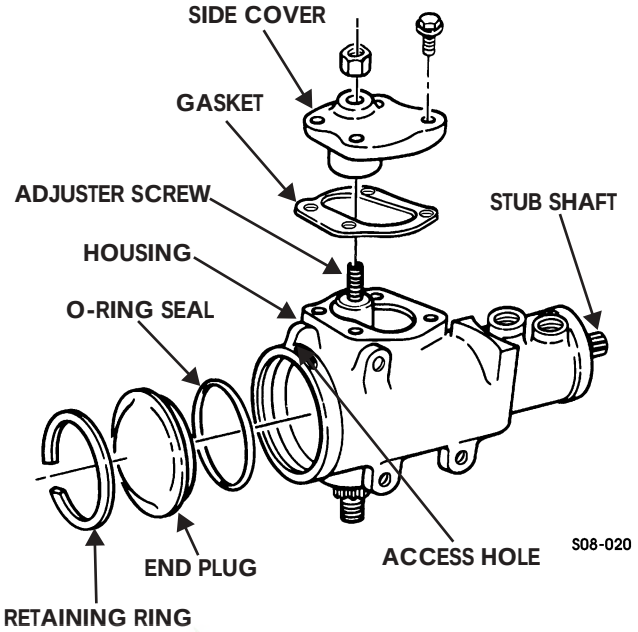

Figure 8-29: Steering Gear Assembly
2. Hold adjuster screw and remove lash adjuster nut (Figure 8-29).